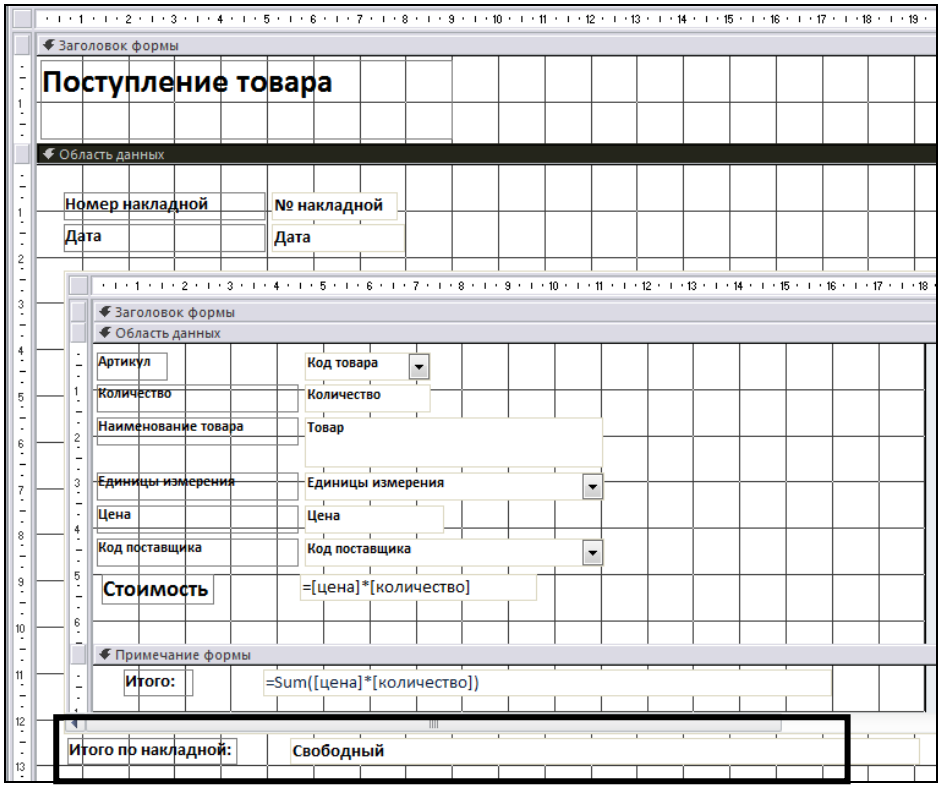

Рис. 3.38. Добавление на форму нового поля
10. На вкладке *Конструктор* в разделе *Элементы управления* выбирается объект *Поле* (ab|), который прорисовывается в примечании *Многотабличной формы*. В надписи записывается текст *Итого по накладной* (рис. 3.38).